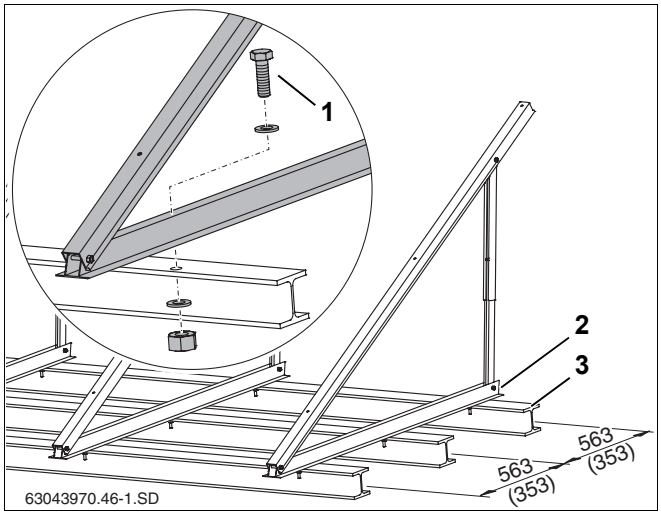

Rys. 26 Stojaki do montażu na dachu płaskim osadzone na dwuteownikach, wymiary w mm (wartość w nawiasach = montaż poziomy)
Stojak do montażu na dachu płaskim zamocować można poprzez jego zakotwienie. Jako przykład opisane zostało zamocowanie do dwuteowników (rys. 26, **poz. 3**).
- Odstęp otworów w profilu dolnym (rys. 26, **poz. 2**) zaznaczyć na dwuteownikach i wywiercić odnośne otwory.
- Przełożyć śruby (patrz tab. 8 i rys. 26, **poz. 1**) przez profile i dwuteowniki, a następnie skręcić przy pomocy podkładki i nakrętki.